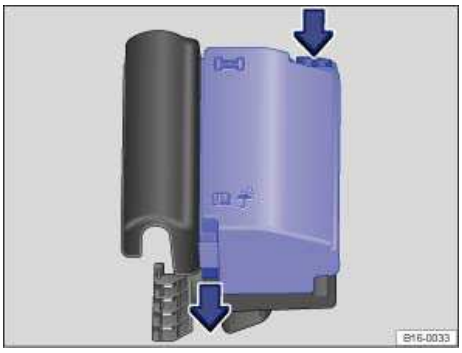

Fig. 171 In the engine compartment: Fuse box cover.
- Move the release tabs in the direction of the arrows ⇒ fig. 171 to unlock the fuse box cover.